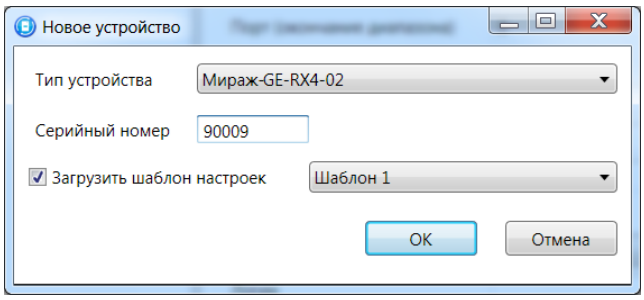

Рис. 5.2. Окно *Новое устройство*
2. В открывшемся окне *Новое устройство* (рис. 5.2) выберите тип устройства, укажите его серийный номер и нажмите кнопку *OK*. В этом окне также можно загрузить шаблон настроек, сохраненный ранее, установив соответствующий флажок и выбрав номер шаблона из раскрывающегося списка. Задав необходимые параметры, нажмите кнопку *OK*.